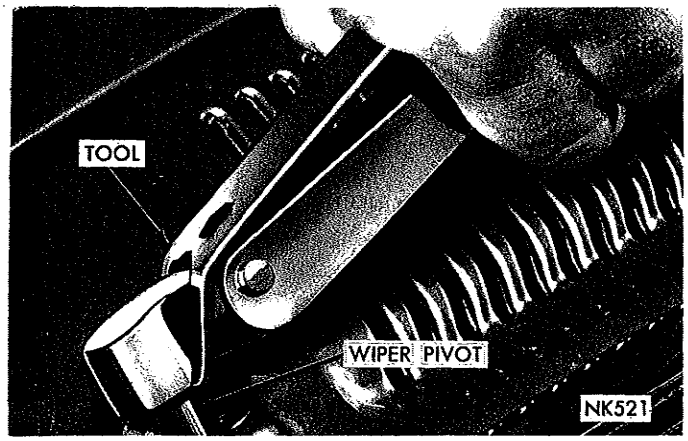

*Fig. 4—Removing Wiper Arm and Blade Assembly*
If the clearance is not in the specified range, use Tool C-3982 and reposition the wiper arm and blade assembly (Fig. 4).
If the clearance is not in the specified range use Tool C-3982 and reposition the wiper arm and blade assembly (Fig. 4).
(1) Using Tool C-3982, remove wiper arm and blade assemblies (Fig. 4).
(2) Remove windshield lower moulding.
(3) Remove cowl grille panel.
(4) Remove drive crank retaining nut and drive crank. Disconnect wiring to motor.
(5) Remove three nuts motor to dash panel and remove motor.